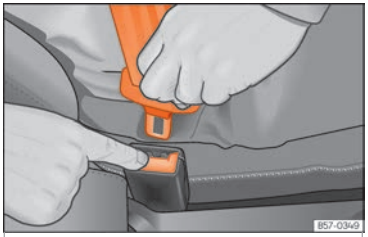

Fig. 15 Soltar la lengüeta del cierre del cinturón.
- Presione la tecla roja en el cierre ››› **fig. 15**. La lengüeta saltará del cierre.